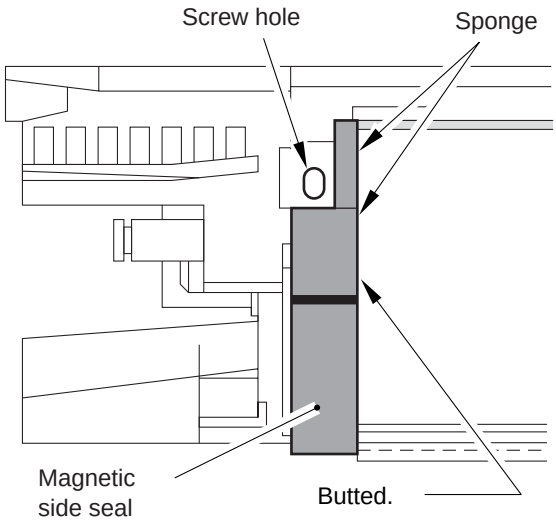

Figure 4-821
2) Fix the side magnetic seal at the position shown in Figure 4-821.